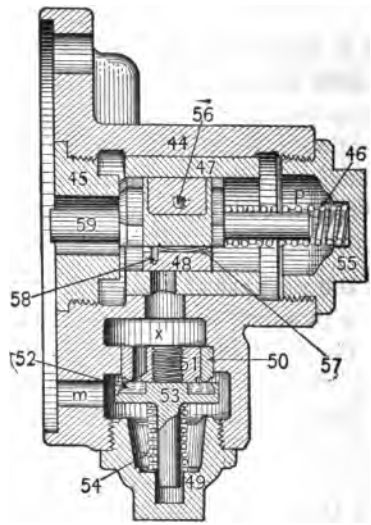

FIG. 92.—QUICK-ACTION CYLINDER CAP.
Q. What device is illustrated in Fig. 92?
Q. Referring to Fig. 92, what are the parts of the quick-action cylinder cap?